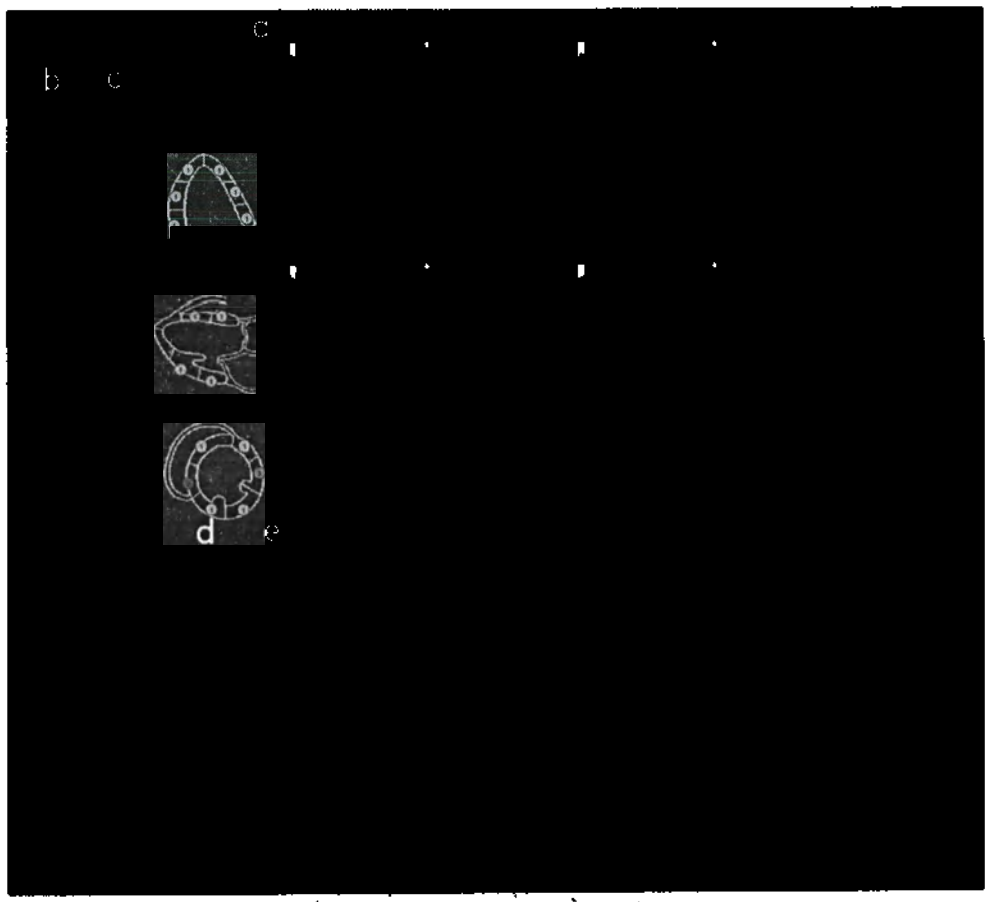

Рис. 13-13. Экран анализа
3. Чтобы перейти к другим группам используйте **трекбол** для перемещения курсора к стрелкам в нижней части окна сегмента стенки. Нажмите на стрелку для перехода к другой группе. Дополнительные пояснения см. в пункте F, Рис. 13-13.